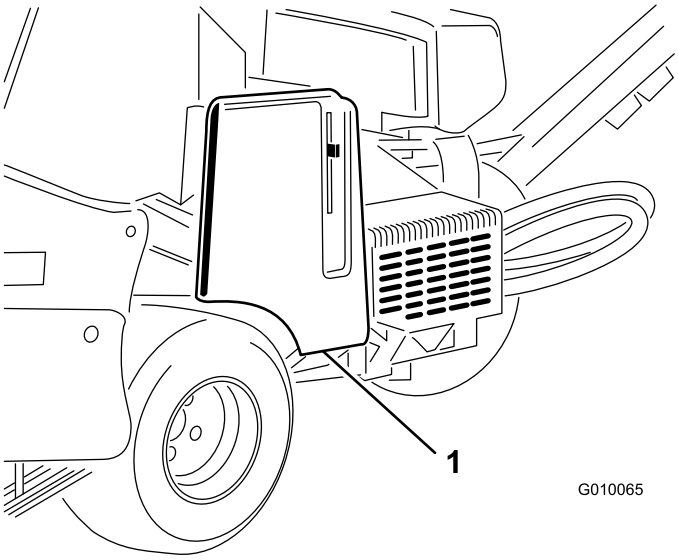

**Figur 55**
1. Løsn, og fjern remskærmen (Figur 55).